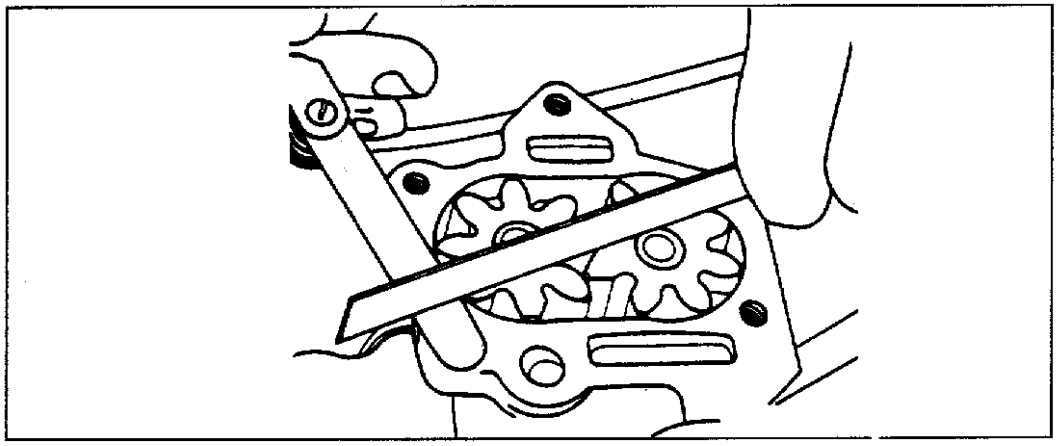

图 1－1－18　油泵端隙检查
(5)见图 1－1－18,检查油泵端隙。端隙为 0.04～0.125mm。